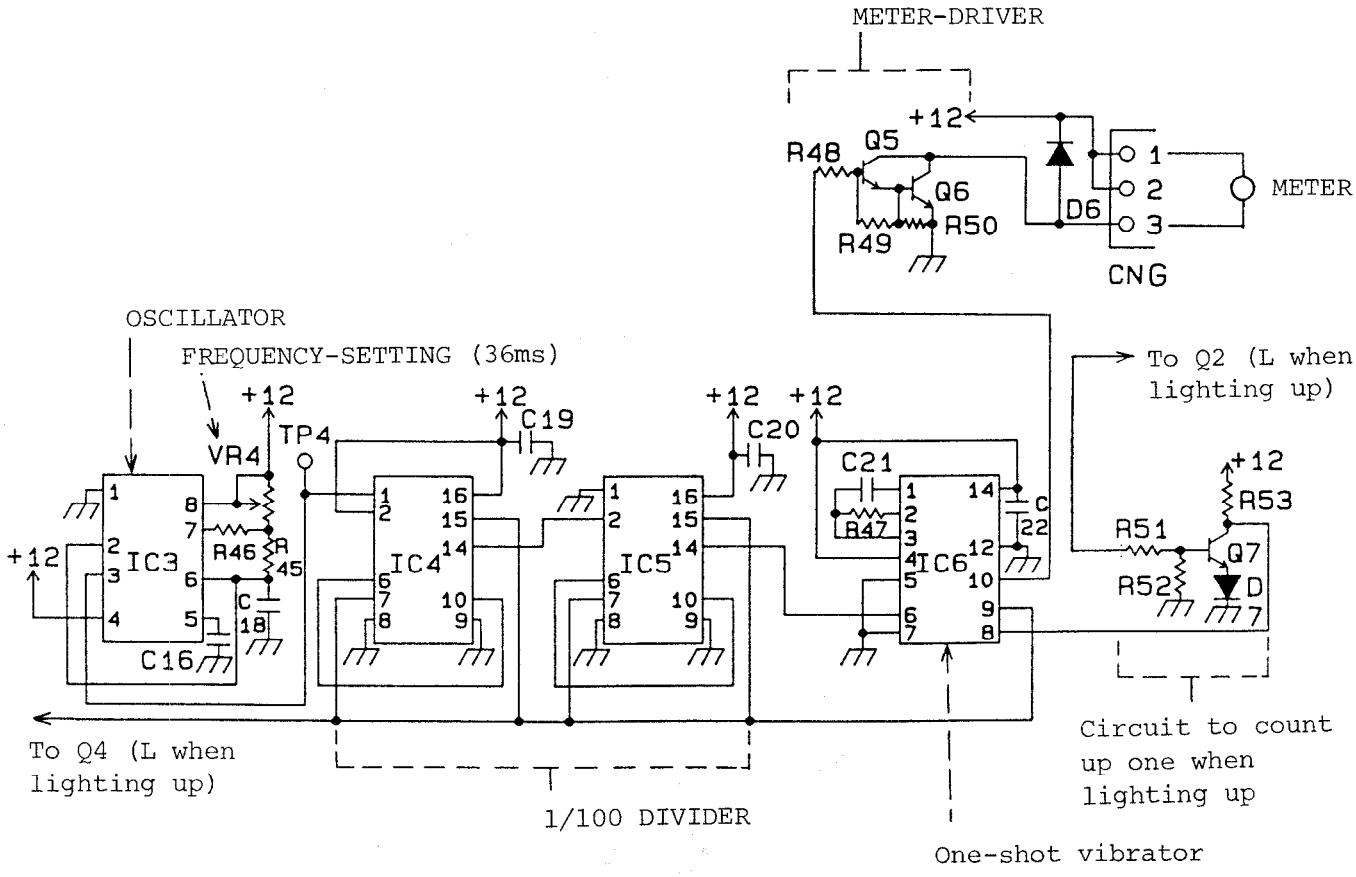

Fig. 15 Life meter
(20) LIFE-METER (PB2) (Fig. 15)